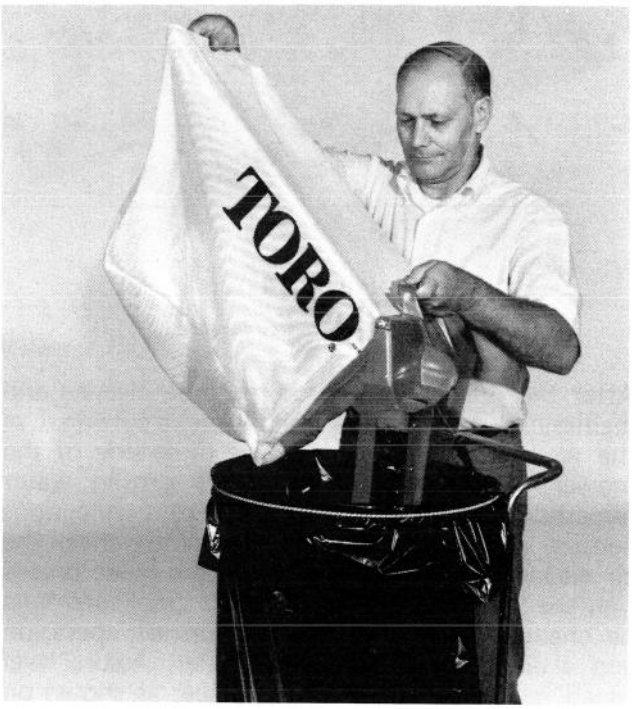

Figure 19
6. To dump grass, open door at front of bag and gradually tip forward (Fig. 19).